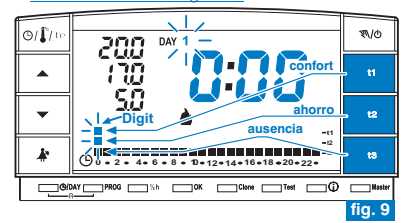

fig. 9
En la pantalla parpadearán los dos dígitos **t1** y **t2** relacionados con la hora **0:00** y el número **1** correspondiente al día **Lunes** (fig. 9)
- La selección de la temperatura y de la hora (dígito parpadeante) se producirá pulsando la correspondiente tecla (**t1**, **t2** y **t3**) (fig. 9).